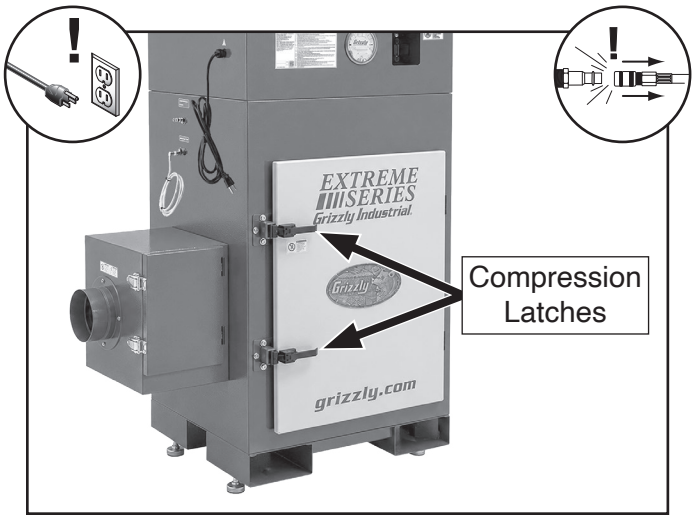

Figure 32. Location of compression latches.
2. Pull to release (2) compression latches and open maintenance door (see **Figure 32**).